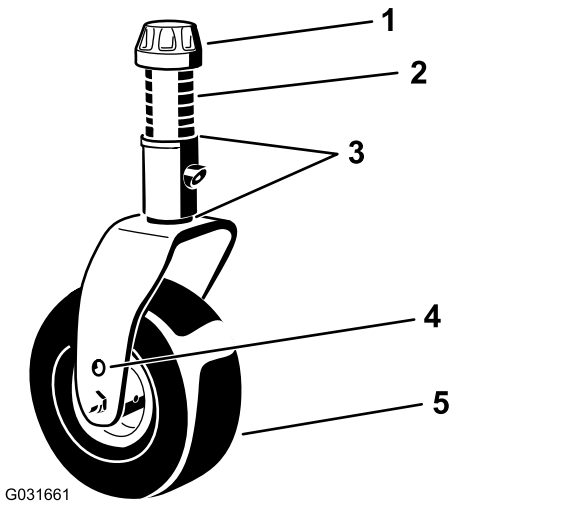

Bild 21
4. Lösen Sie die Spannkappe mit dem mitgelieferten Schraubenschlüssel für die Laufradkappe und nehmen sie von der Laufradspindelwelle ab. Schieben Sie die Laufradwelle aus dem Laufradarm heraus (Bild 21).